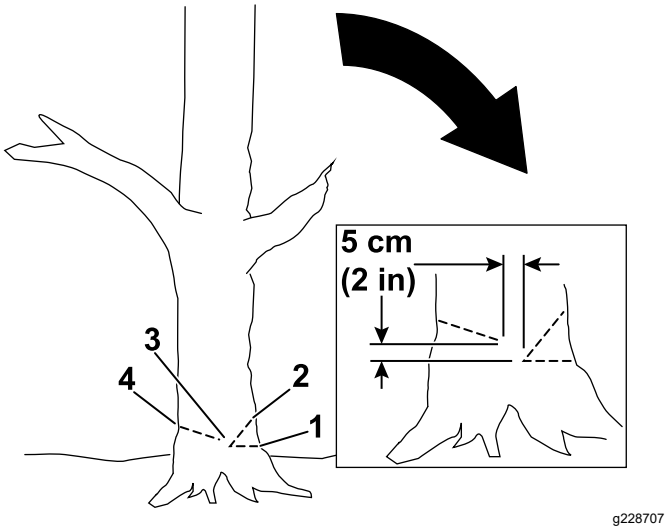

Figur 16
4. Såga inledningsvis en tredjedel av trädets diameter på den sida där du planerar att trädet ska falla (Figur 16).
5. Såga ytterligare en skåra minst 5 cm ovanför den första skåran (Figur 16) tills skårorna möter varandra.
6. Börja såga från den andra sidan av trädstammen, cirka 5 cm högre upp än den nedre skåran. Se Figur 16.
Viktigt: **Avsluta sågningen av den sista skåran vid en punkt cirka 2,5 till 5 cm från den första skåran (Figur 16) för att förhindra att trädet faller i fel riktning eller vrids under fallet.**
Obs: Trädet börjar falla när sågningen närmar sig denna punkt (Figur 16).